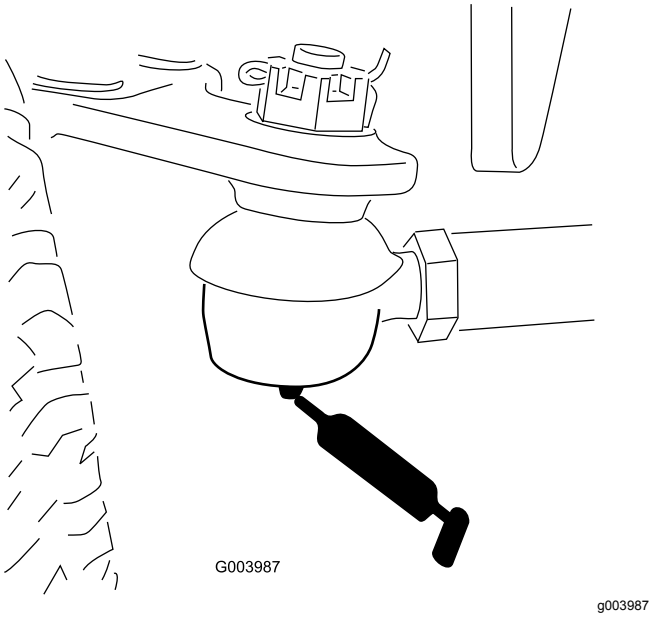

Figure 47
- Biellette d'essieu arrière (2) (Figure 47).